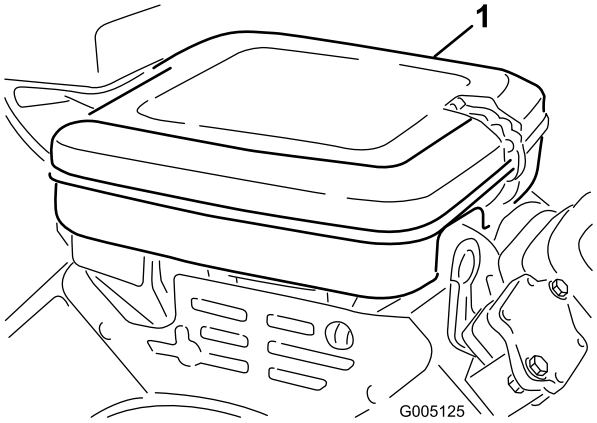

Figur 43
1. Ta av låseklemmene, og ta dekslet av luftrenseren (Figur 43). Rengjør dekslet grundig.